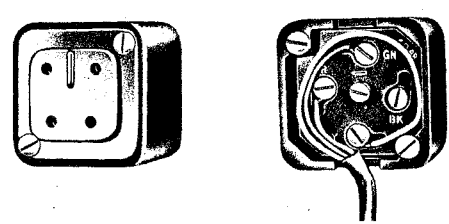

Fig. 12 — Installation of 404B Jack
6.01 Install 404B jack (Fig. 12) as follows:
1. Connect station wire to jack, and dress as shown in Fig. 12.